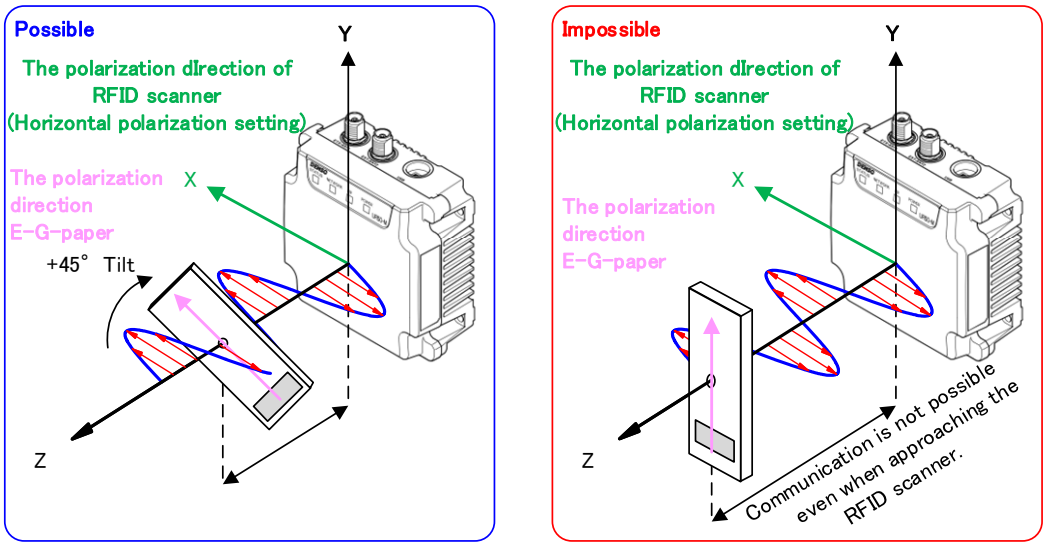

Figure 7.6 E-G-Paper is Tilted
- When the tag is tilted by 45°, the communication distance drops to about a quarter of the normal value. When it is tilted by 90°, the tag cannot communicate with the RFID scanner even it is close to the RFID scanner. Referring Figure 7.6.